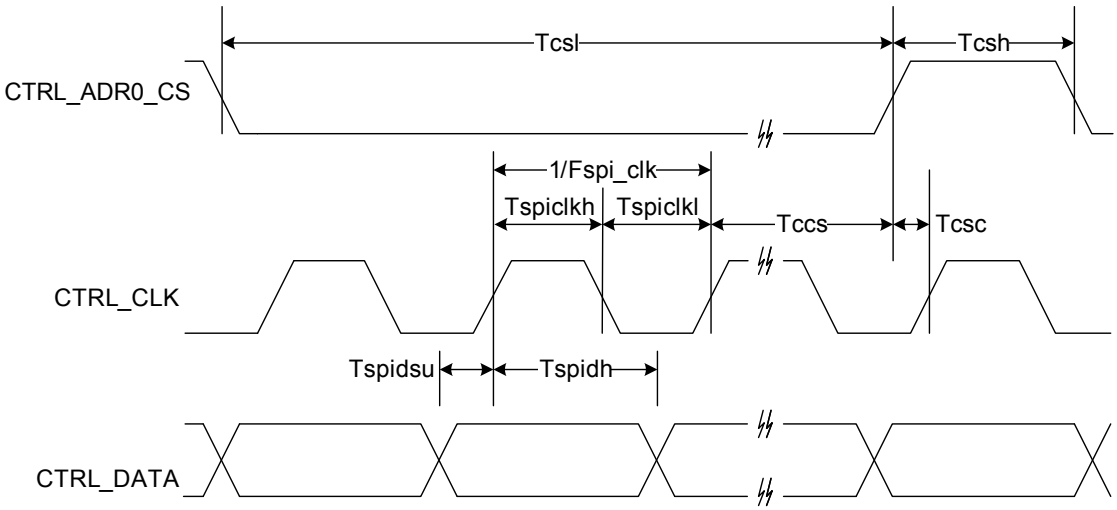

Figure 6. SPI Timing
SPI BUS TIMING(4) See Figure 6.